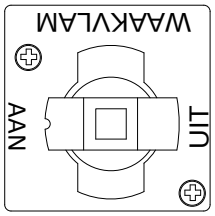

Afbeelding 2
3. Wanneer de waakvlam brandt, drukt u de knop in en draait u hem langzaam in de stand "ON" (zie afbeelding 2 hierboven). Wanneer de waakvlam brandt, gaat de brander automatisch branden wanneer de thermostaat boven de laagste instelling wordt ingesteld of wanneer de regelaar vraagt om warmte.